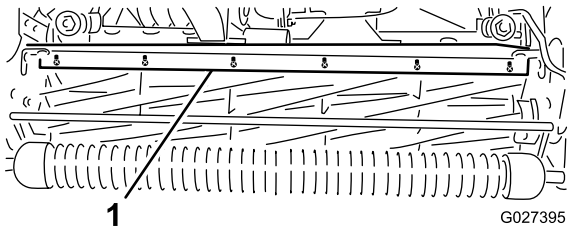

Figur 52
1. Løsne skruene som fester den øverste stangen (Figur 52) til klippeenheten.